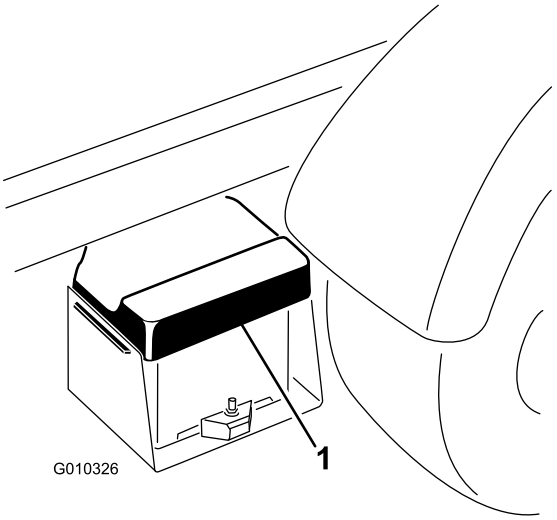

Figura 49
1. Stringete il coperchio della batteria per liberare le linguette dalla cassetta della batteria, quindi rimuovete il coperchio della batteria dalla cassetta della batteria stessa (Figura 49).